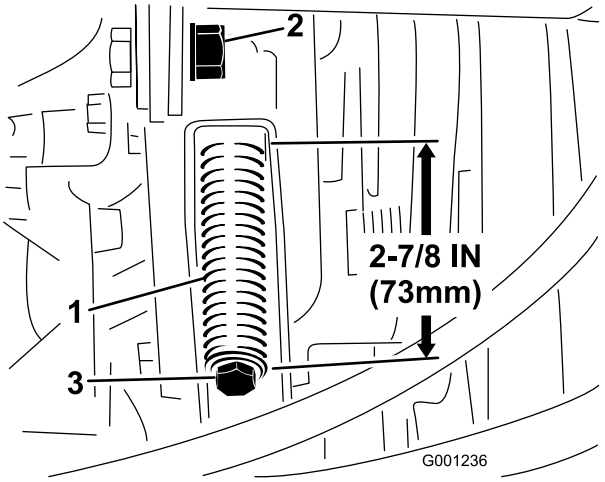

**Figuur 65**
3. Draai de contramoer van de spanstang los (Figuur 65).
4. Gebruik een 1/2 inch sleutel om de spanveer van de riem strakker of losser te zetten (Figuur 65). Stel de veer in totdat deze een lengte van 73 mm heeft.
4. Zet de spanveer van de riem (Figuur 65) met behulp van een 1/2 inch sleutel helemaal los.
6. Plaats de nieuwe aftakasriem en stel de poelieveer weer in op een lengte van 73 mm (Figuur 65).
7. Draai de contramoer vast (Figuur 65) en sluit de motorkap.